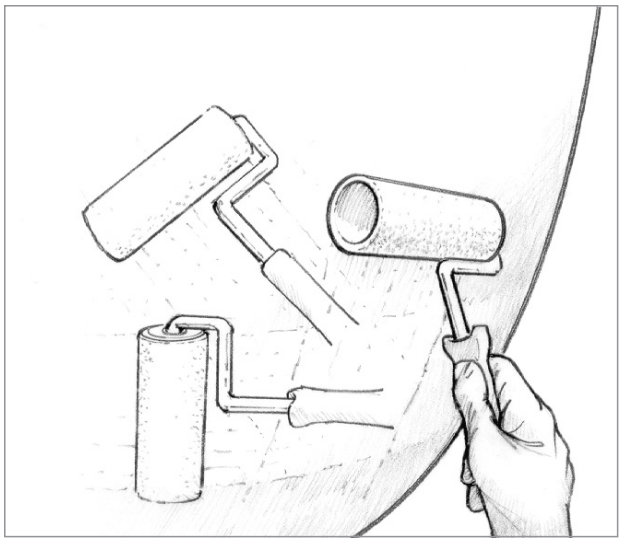

Figure 5-3 *Apply a thin, even film of epoxy with a foam roller.*
5. Apply a second coat of epoxy to the hull before the first coat becomes tack free. Spread the epoxy out to a thin even film with the thin foam roller *(Figure 5-3)*. Continue applying the epoxy, overlapping small coverage areas until the batch is used up.